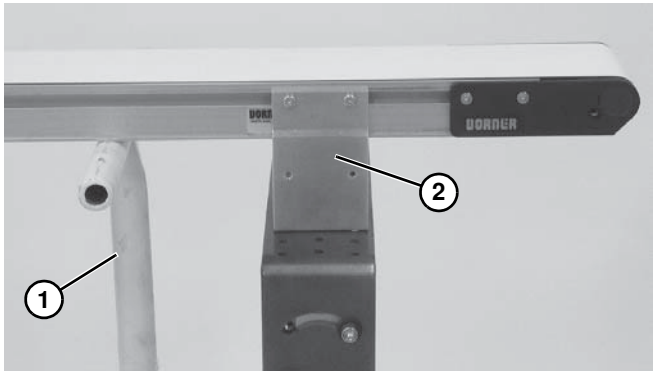

Figure 33
7. Placer un support temporaire **(Figure 33, élément 1)** sous les deux extrémités du convoyeur.
8. Retirer les supports de montage **(Figure 33, élément 2)** sur un côté du convoyeur. (Effectuer à l'envers les étapes 3 et 4 de « Supports de montage » à partir de la page 12.)